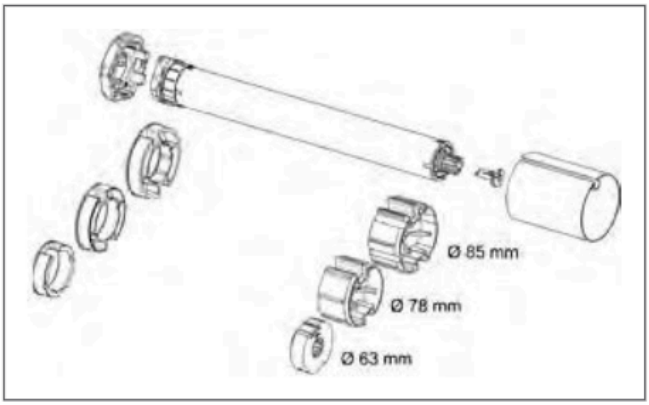

Afbeelding 1: Voorbeelden van verschillende asomtrekken
1. Kies de loopring en koppeling in functie van de omtrek van de aandrijfas (afb. 1).